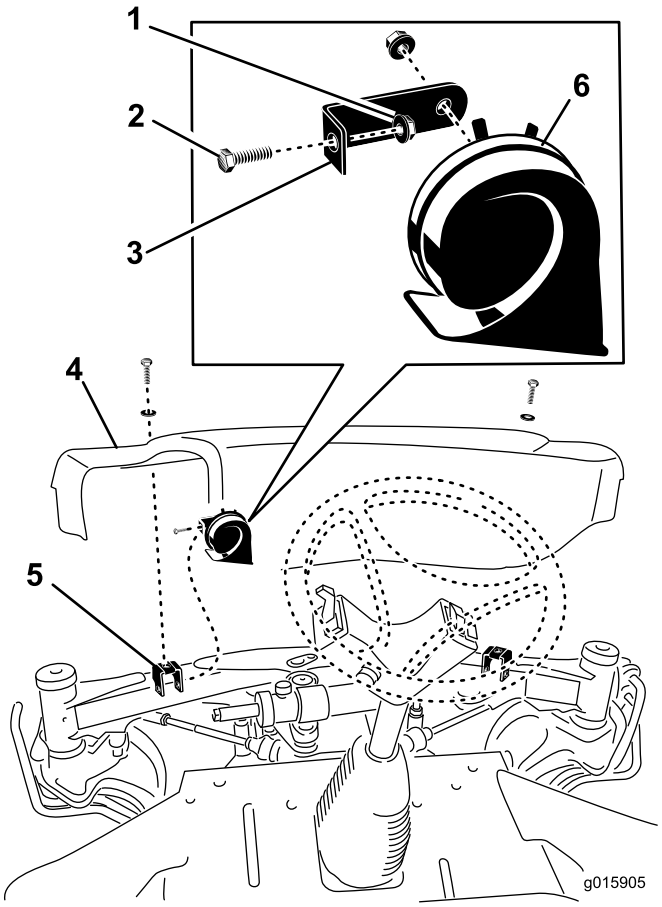

Figura 7
1. Retire los 2 tornillos y las arandelas que sujetan la cubierta delantera a los soportes del eje delantero (Figura 7). Retire la cubierta delantera.
2. Monte el soporte del claxon en el soporte de montaje de la cubierta izquierda con el tornillo de 5/16 x 3/4 pulgada y la tuerca con arandela prensada de 5/16 pulgada (Figura 7).